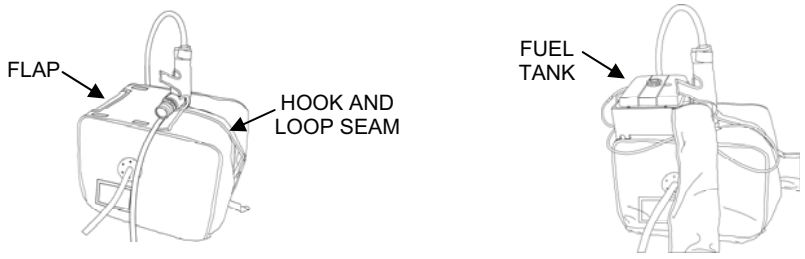

Figure 29. P-1 Fuel Tank Installation.
g. Set the fuel tank in place on top of the P-1 skid outside of the pump insulating cover (Figure 29). Complete the fuel hose connections through the opening in the cover (red-banded supply hoses together and yellow-banded return hoses together).